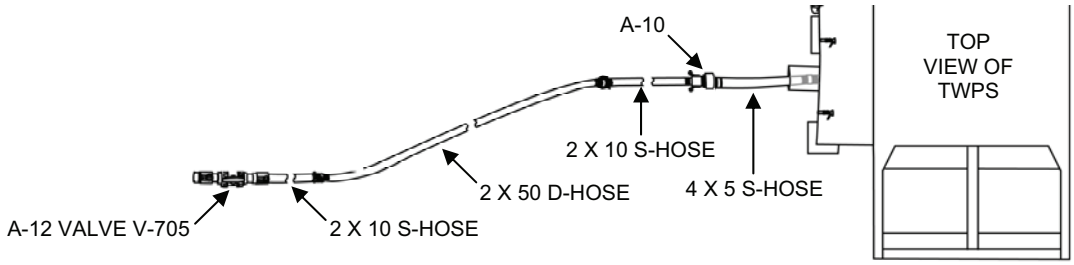

Figure 4. RO Detergent Cleaning Waste Hose Set-Up Without the Cleaning Waste Tank.
e. If not using the cleaning waste tank, set up the cleaning waste hoses as follows (Figure 4):
e. If not using the cleaning waste storage tank, open valve V-705 on Adaptor A-12 at the end of the cleaning waste hoses (Figure 4).